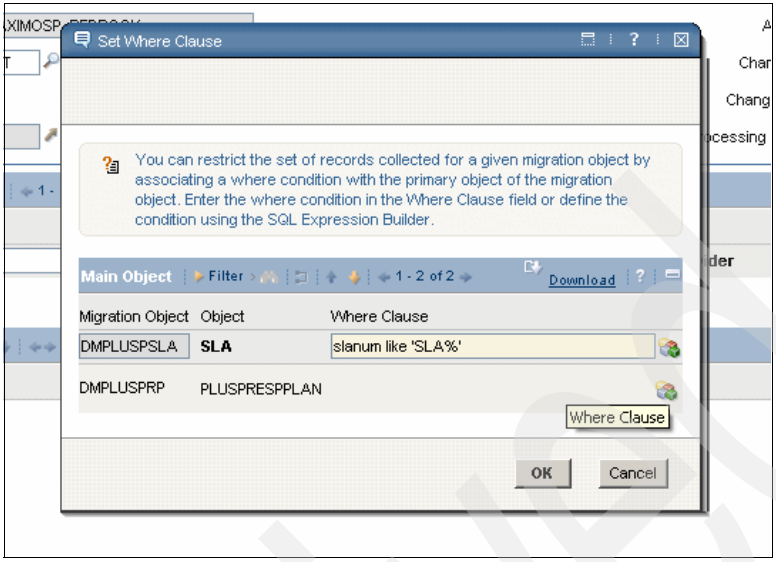

Figure 8-6 The Set Where Cause dialog box
2. If you duplicate the existing Service Provider package definition, in the Package Definition tab you will see a table called Migration Groups with a PLUSPSERVICEPROVIDER group in it. Click **Set Where Clause** for this row to open a Set Where Clause dialog box used to define a where clause that will restrict the set of primary records to be migrated. In our case, we have the primary records SLA and response plan. You can enter the where condition in the Where Clause field or define the condition using the SQL Expression Builder. See Figure 8-6 on page 146.